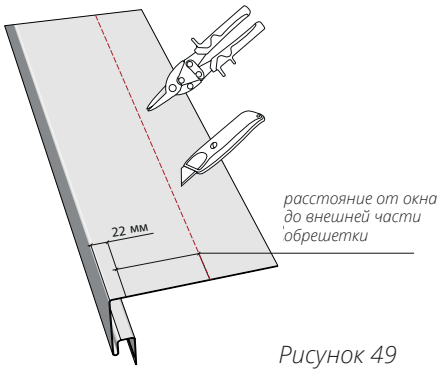

Рисунок 49
13.4 Ширина околооконной планки подгоняется и подрезается под глубину оконного проема. Измерьте расстояние от окна до внешней части обрешетки (рис. 48), прибавьте к нему 22 мм, при использовании приоконной планки 30 мм. Перенесите это расстояние на широкую часть околооконной планки (рис. 49). Лишнее отрежьте, используя правило, нож или ножницы.